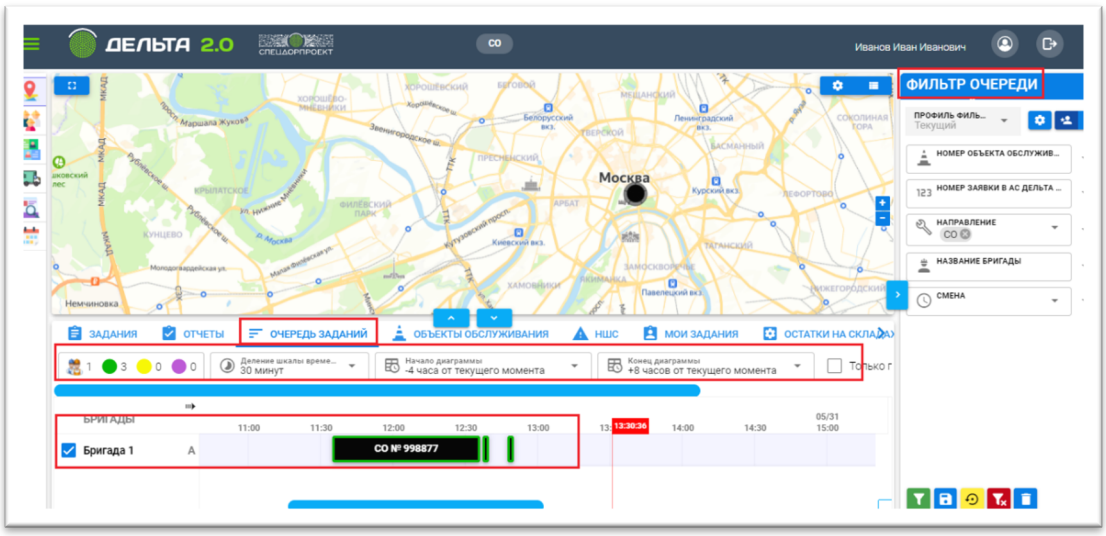

Рисунок 68 - Вкладка «Диспетчерская», вкладка «Очередь заданий», доступные опции
- Вкладка «Очередь заданий». В данной форме доступны следующие опции: просмотр очереди и статуса заданий подробно у выбранной бригады в желаемом диапазоне времени; построить диаграмму очереди заданий; отражение на карте выбранной бригады и/или заданий разных статусов. Фильтр очереди заданий используется для оптимизации поиска и фильтрации очереди заданий в системе по заданным параметрам (Рис. 68).